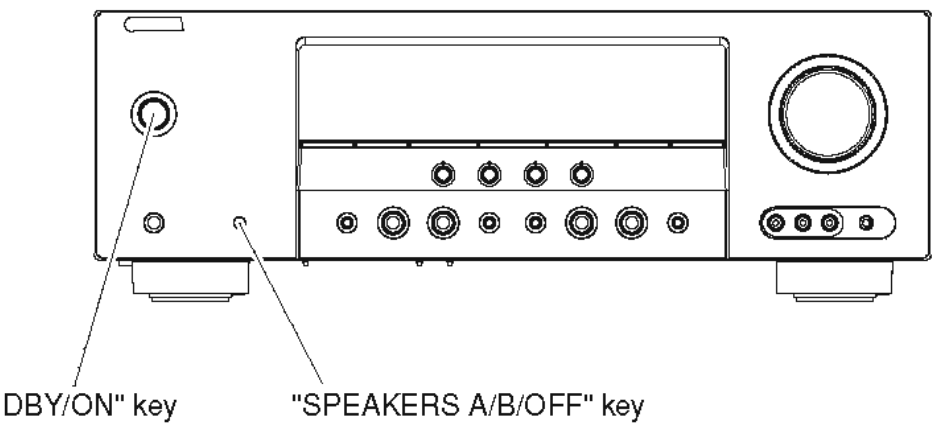

Fig. 2
2. While simultaneously pressing the “STANDBY/ON” and “SPEAKERS A/B/OFF” keys of this unit, connect the power cable of this unit to the AC outlet. (Fig. 2)
The FIRMWARE UPDATE mode is activated and “SPDIF Upgrade” is displayed. (Fig. 2)
2. 本機の“STANDBY/ON”キーと“SPEAKERS A/B/OFF”キーを同時に押しながら、本機の電源コードをACコンセントに接続します。(Fig. 2)
FIRMWARE UPDATEモードが起動し、“SPDIF Upgrade”が表示されます。(Fig. 2)